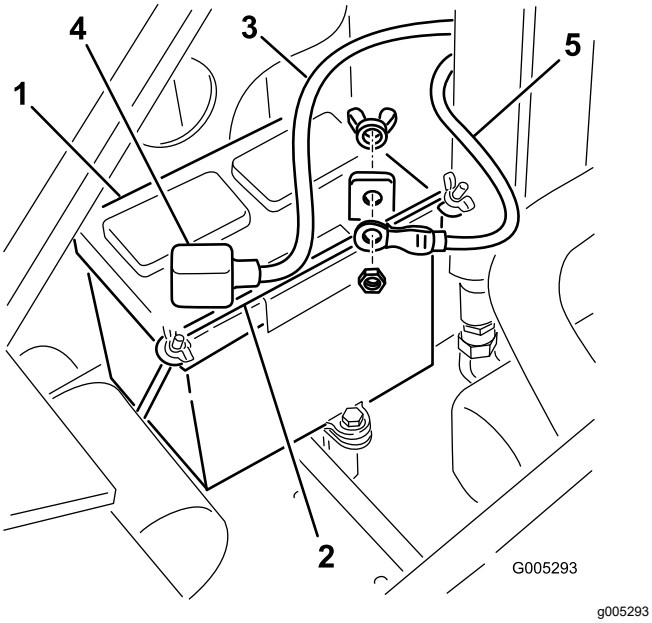

Rysunek 33
4. Usuń nakrętki skrzydełkowe i sztabę zabezpieczającą akumulator (Rysunek 33).
5. Odłącz ujemny (czarny) przewód uziemienia od bieguna akumulatora (Rysunek 33). Zachowaj wszystkie elementy mocujące.
7. Odłącz dodatni (czerwony) przewód od bieguna akumulatora (Rysunek 33). Zachowaj wszystkie elementy mocujące.